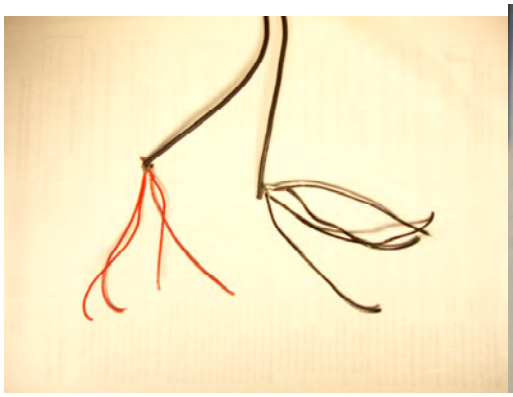

**Figure 36:**
17. Take the spliced bundle of 4 red (+) wires, and twist the bundled end onto the positive (ribbed/marked) side of the speaker wire. Take the spliced bundle of 4 black (-) wires and twist the bundled end onto the negative (smooth) side of the speaker wire. Solder the connections and cover them with electrical tape, as shown in Figure 36. **ALWAYS USE A VISE OR CLAMP TO HOLD WIRES WHEN SOLDERING!**